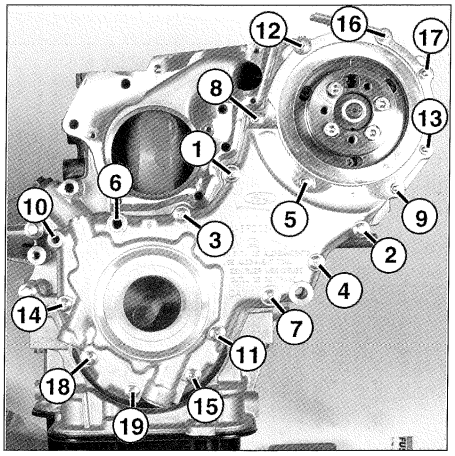

FIG. 52
• Colocar una junta nueva de cárter exterior de la cadena de distribución, y apretar los tornillos de fijación a los pares prescritos y en el orden indicado **(fig. 52).**